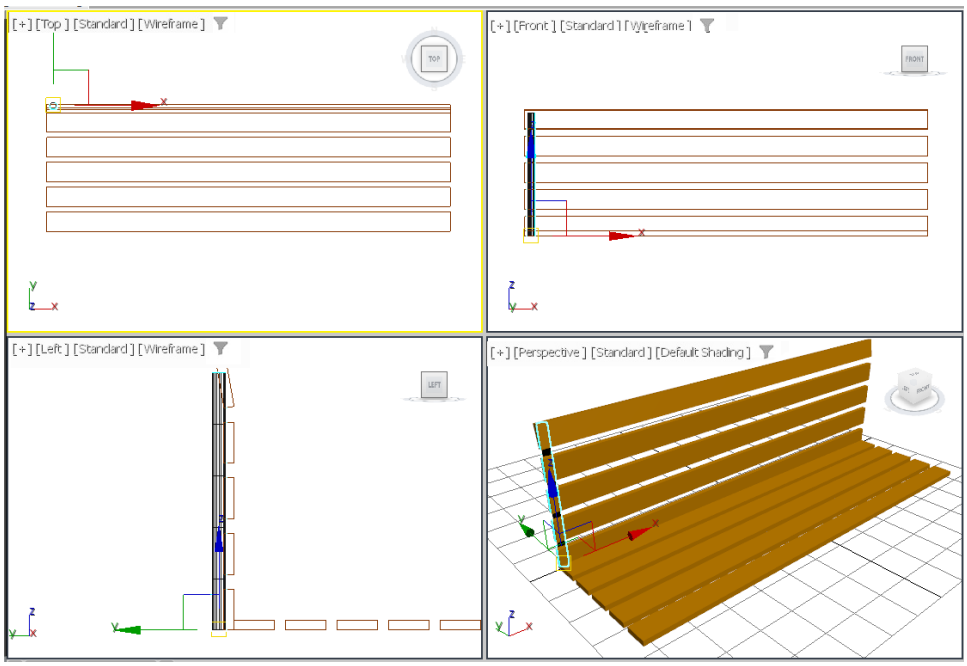

Figure 2-76 *The vertical back support001 geometry in viewports*
3. Now, choose the **Create** button in the **Keyboard Entry** rollout; a cylinder is created in the viewports, as shown in Figure 2-76.